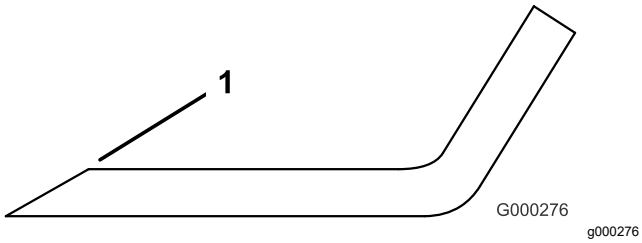

Figura 145
4. Afílelos si están romos o tienen mellas (Figura 145).